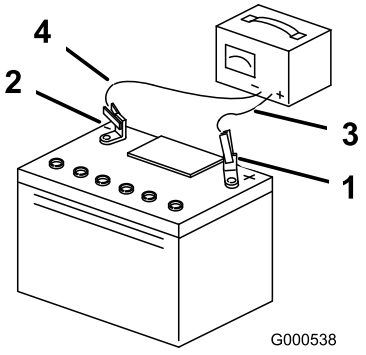

Figur 40
3. Når batteriet er helt oppladet, kobler du laderen fra strømuttaket, og deretter laderledningene fra batteripolene (Figur 40).